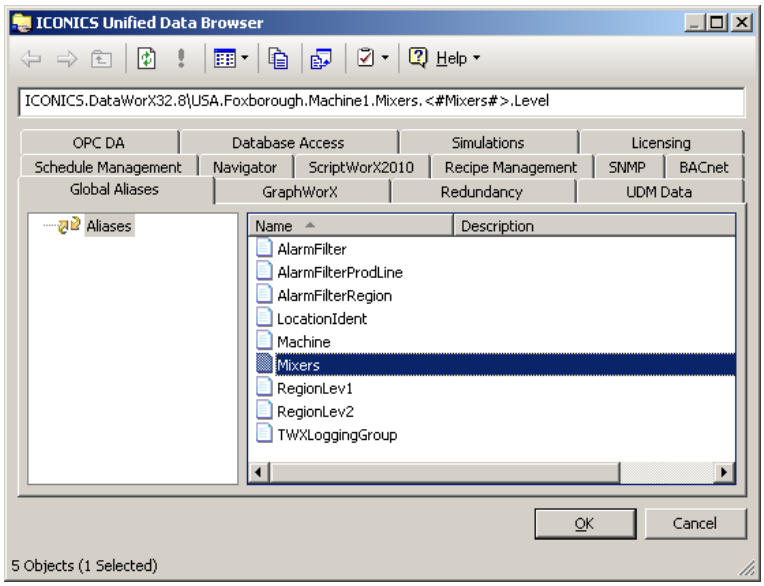

Figure L13.25 - Inserting the Global Alias Part in the Tag
7. Click on the Global Aliases tab. Select "Mixers" in the right-hand pane. The selected MixerA will be replaced by the global alias, as depicted in Figure L13.25.